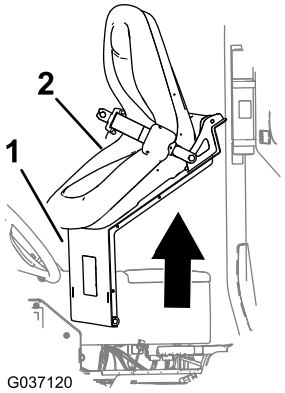

Figur 8
5. Løft sædet og sædepladen op og ud af maskinen (Figur 8).